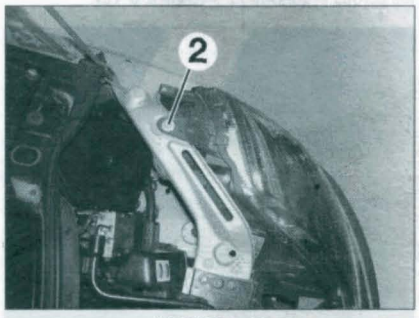

FIGURE 8-10
- Déposer la vis de fixation supérieure (2) du projecteur et le dégager en le tirant vers soi **(figure 8-10)**.